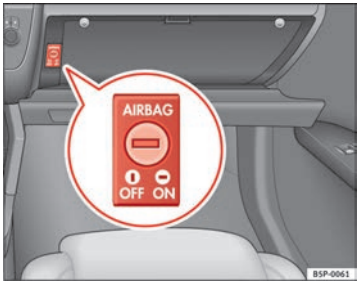

**Fig. 26 In the glove compartment: switch for activating and deactivating the front passenger airbag**
– Turn the ignition switch in the key operated switch in the glove compartment to the position **OFF** ⇒ Fig. 26.
– Turn the ignition key in the key-operated switch in the glove compartment to the position **ON** ⇒ Fig. 26.